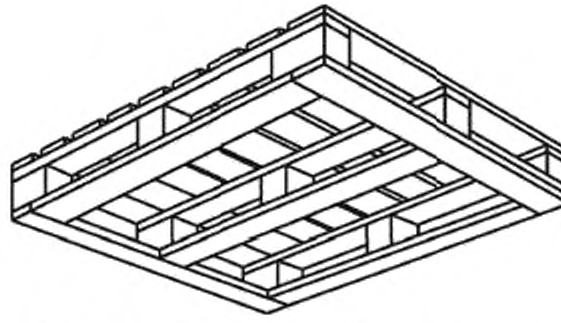

Рисунок 13 — Поддон с нижним настилом по периметру
3.13 **поддон с нижним настилом по периметру:** Плоский поддон, конструкция нижнего настила которого образует раму, имеющую одну или две центральные доски (см. рисунок 13).